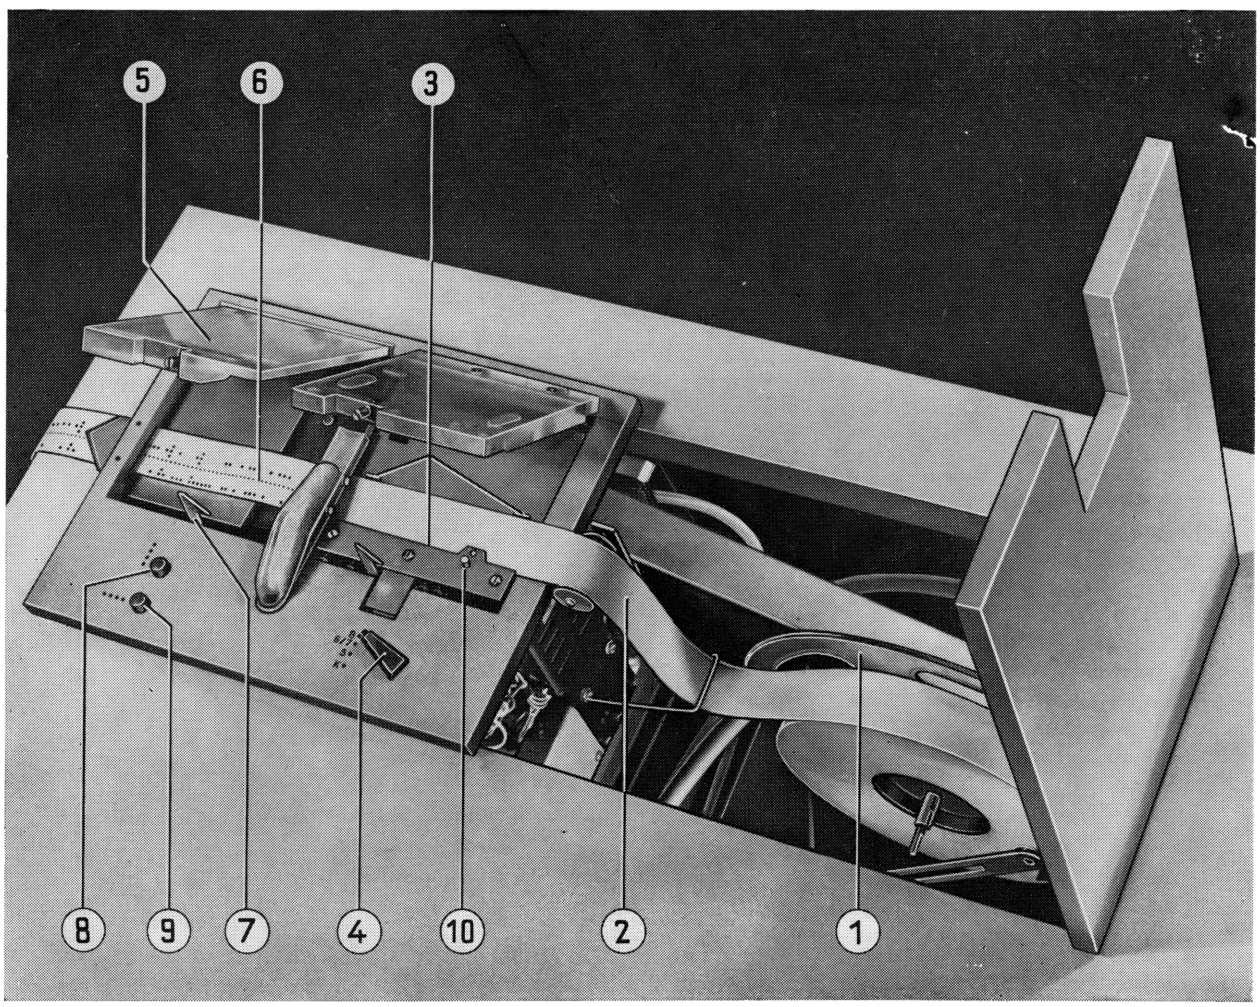

Abb. 12. Lochbandstanzer
Da nur die Ausgabe eines Zeichens verdrahtet wurde, ist die Stanzgeschwindigkeit vom Programm abhängig (max. 50 Z/s). Es kann in einem beliebigen 5- bis 8-Kanal-Code ausgegeben werden. Das Lochband spult sich von der Spule (1), die in die Tischplatte versenkt ist, ab (Abb. 12). Das Oberteil der Spule wird durch Verdrehen aus dem Bajonettverschluß gelöst und abgezogen. Auf dem Spulenkern wird die Papierrolle aufgesteckt. Beim Einlegen ist das Band entsprechend Abb. 12 durch die Dämpfungsfeder und die Führungsrolle (2) zu legen.